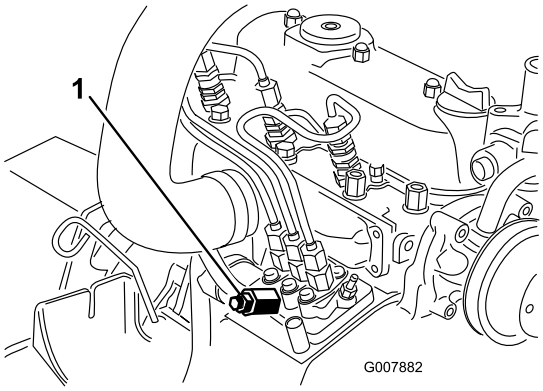

Figur 43
3. Placer en klud under udluftningsskruen på brændstofindsprøjtningspumpen, og åbn skruen (Figur 43).